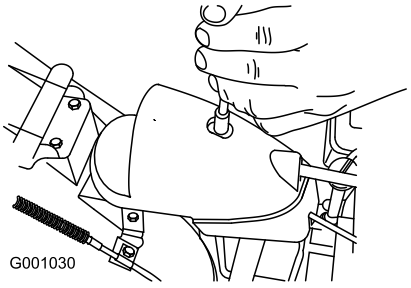

Рисунок 52
1. Снимите крепежные детали на крышке редуктора (Рисунок 52), поднимите переднюю часть крышки и сдвиньте ее дальше назад.